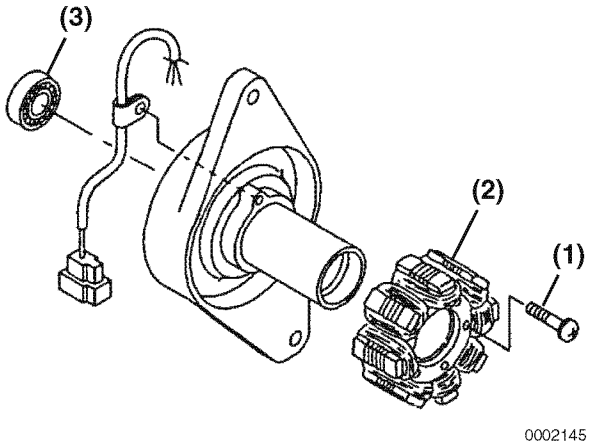

Figure 12-26
4. Remove the screws **(Figure 12-26, (1))** and the stator assembly **(Figure 12-26, (2))**.
5. Remove the rear bearing **(Figure 12-26, (3))**.